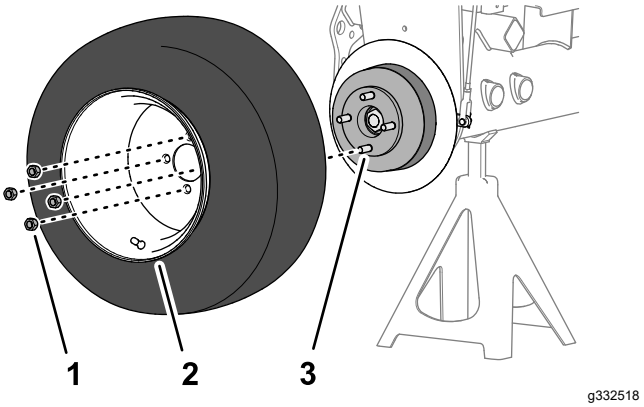

Figur 63
1. Ta bort de fyra hjulmuttrarna som fäster framhjulet till navet och ta bort hjulet (Figur 63).